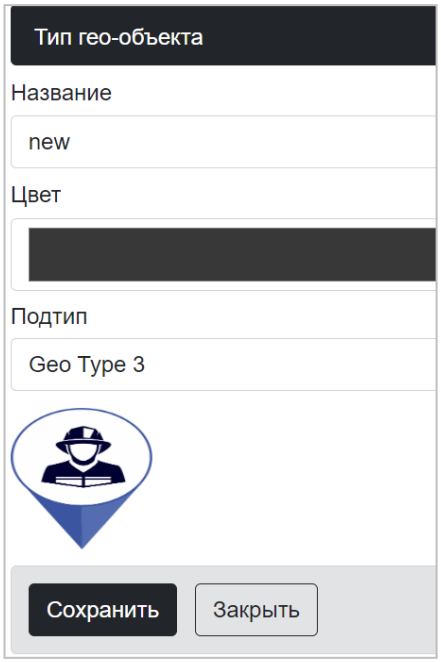

Рисунок 5.57 – ПМ «Администрирование КСЭОН СЕНСОР». Окно «Тип гео-объекта»
2. Нажмите кнопку <Редактировать> (рисунок 5.57) – появится окно «Тип гео-объекта» (рисунок 5.57).